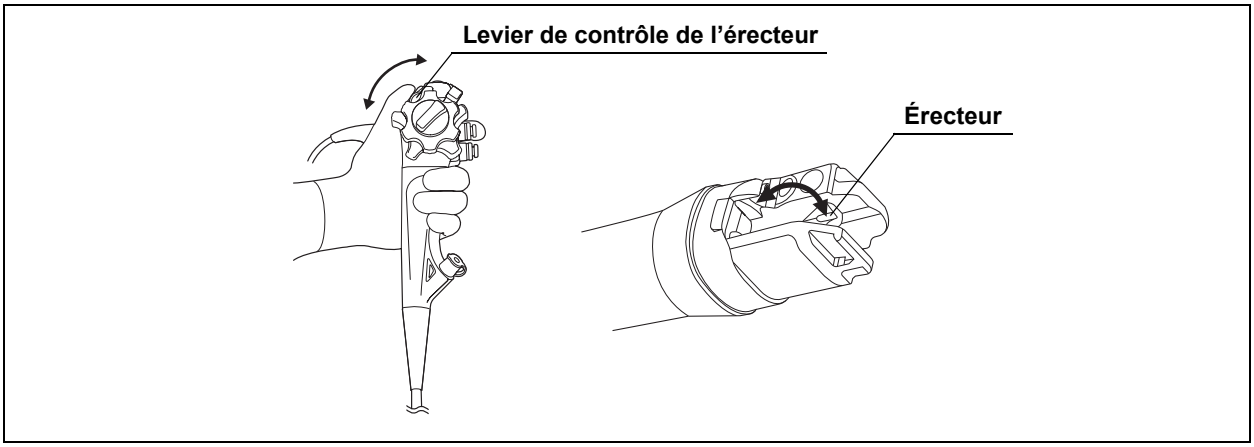

Figure 3.22
4. Vérifiez également que l'érecteur reste en place lorsqu'il est poussé par derrière tout en maintenant le levier de contrôle de l'érecteur en place (voir la figure 3.22).